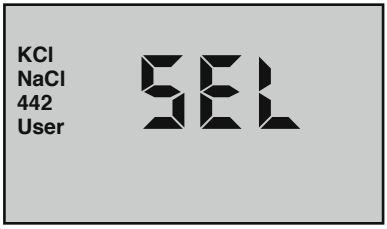

Figure 1
2. Press and hold CAL/MCLR key for 3 seconds to make "**SEL**" appear (see Figure 1). For demonstration purposes, all 4 solution types are shown simultaneously.